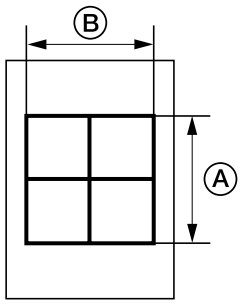

Figure 1-4-1
2. Measure A and B on the VTC pattern (Figure 1-4-1), and perform the following adjustments if they are different from the correct sizes: